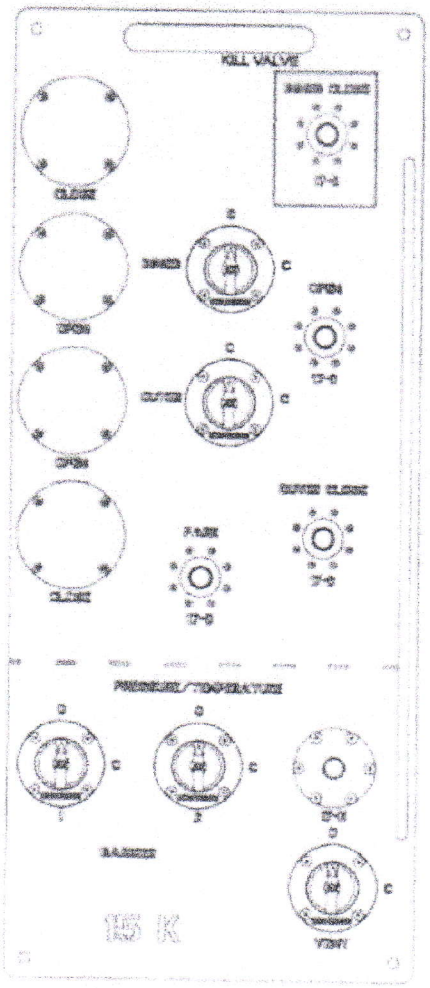
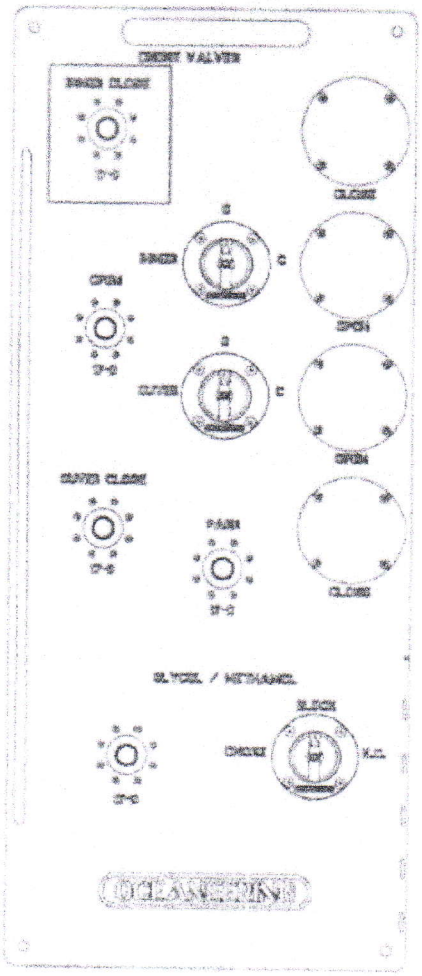

Figure 3: Kill Side Valve Panel
Figure 4: Choke Side Valve Panel
4. Use the rig hotline and a 17-D hotstab connected to the Kill side valve panel (Figure 3) to close the **Inner** Kill side valve. Remove the 17-D hotstab and insert it in the Choke side valve panel (Figure 4). Close the **Inner** Choke side valve.